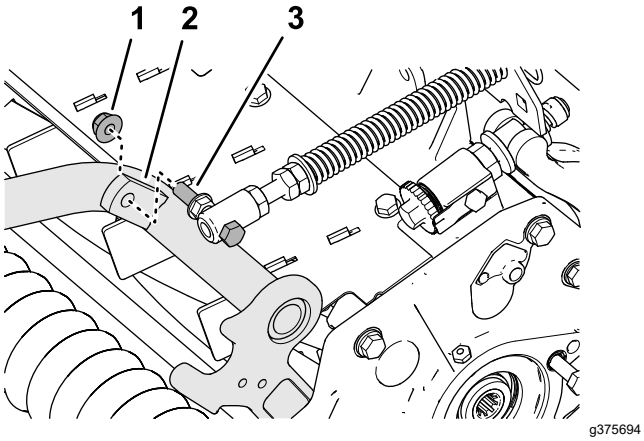

Figuur 19
4. Monteer de tapbout van de gazoncompensatieveer op de rechterlip van het draagframe (Figuur 19); gebruik hierbij de flensborgmoer (⅜").